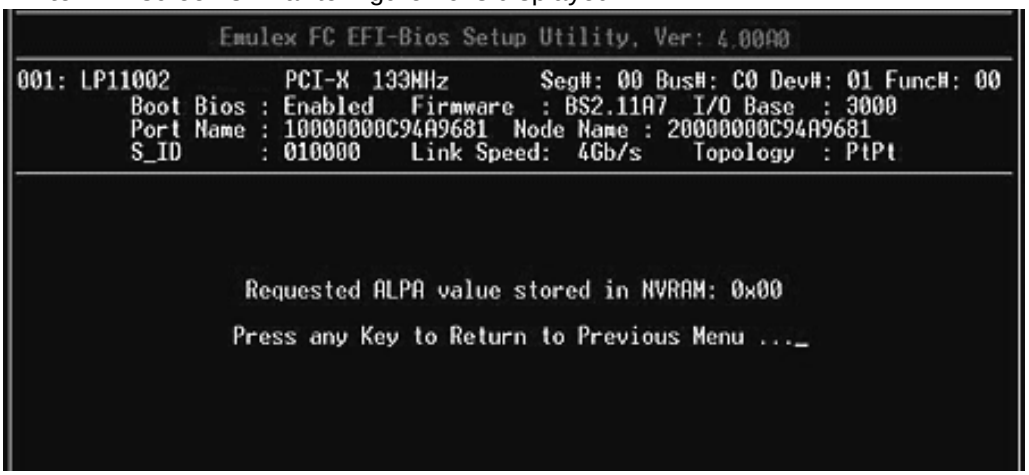

Figure 29: Default AL_PA Setup screen
1. On the Adapter Configuration menu, select **1. Default ALPA of this adapter** and press **<Enter>**. A screen similar to Figure 29 is displayed.